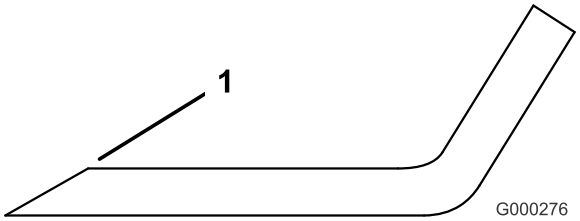

Figur 93
1. Slipa eggarna i båda ändar av kniven med en fil (Figur 93). Behåll ursprungsvinkeln. Kniven behåller balanseringen om samma mängd material avlägsnas från båda eggarna.